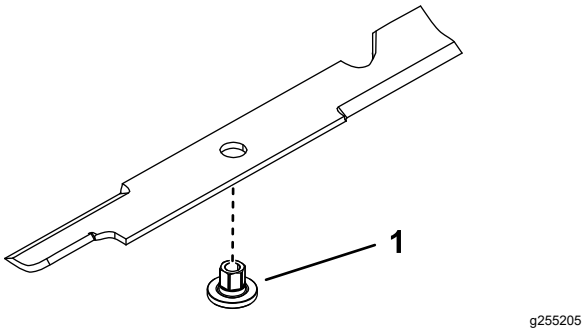

Figur 110
1. Monter bøsningen gennem skærekniven med bøsningsflangen på skæreknivens underside (græsside) (Figur 110).